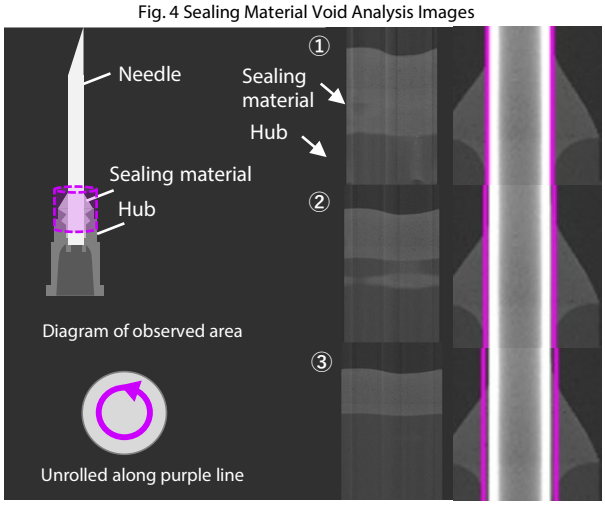

Fig. 5 Diagram of Unrolling Cylindrical Cross-Sections of Sealing Material
Fig. 5 shows unrolled cylindrical cross-section images of the sealing material, with the cross-section radius increasing in ascending order of cross-section number ①, ②, and ③. These cross-section images enable the distribution of sealing material to be observed.